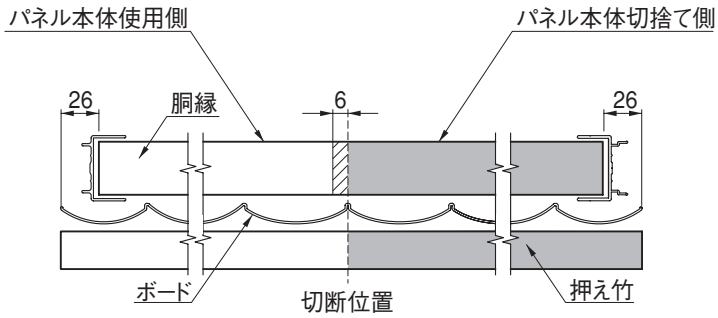

図2-2
❹パネル本体使用側の胴縁はボード・押え竹切断位置から6mm短く切断してください。（図2-2参照）